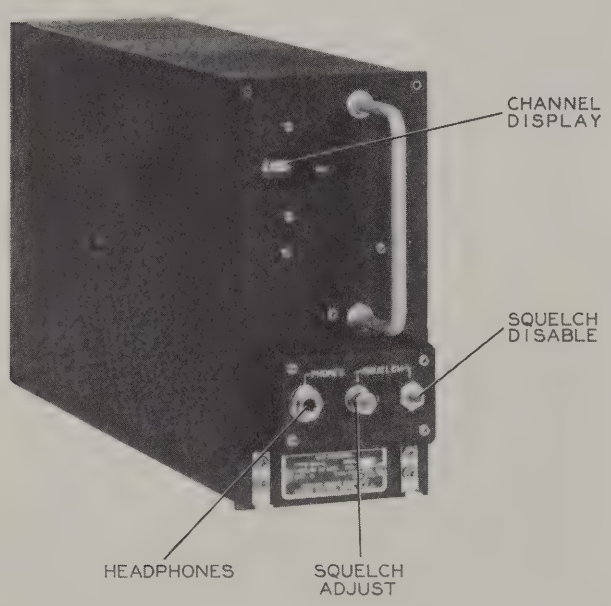

Figure 3-1. Navigation and Communications Receiver 51X-2, Front Panel
g. Select several frequencies by means of the control unit, and check operation of the 0.05- and 2.0-megacycle Autopositioners (figure 3-1).
h. Plug headset into jack J1 on the front panel. If noise is not heard, press SQUELCH disable switch (figure 3-1). Listen for background noise. Adjust SQUELCH sensitivity control from its maximum to minimum limits to check operation of the squelch circuit.
See figure 3-1. Adjustments are made on the front panel and on the i-f and audio amplifier module. The remote control unit contains the frequency selector control and the remote squelch and volume controls (when used).